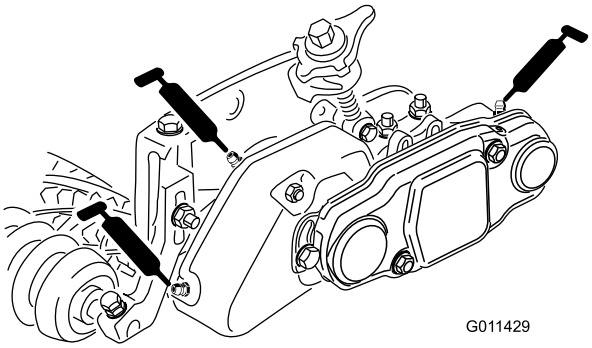

Figura 35
49. Encha cada caixa de rolamentos do cilindro com massa lubrificante (Figura 35). O excesso de massa lubrificante será purgado, entre os vedantes interiores e os resguardos dos vedantes.
50. Lubrifique cada um dos rolamentos do rastelo (2 ou 3 aspersões, no máximo) (Figura 35). Não lubrifique excessivamente, pois tal excesso poderá provocar problemas no vedante. Limpe a massa lubrificante em excesso.